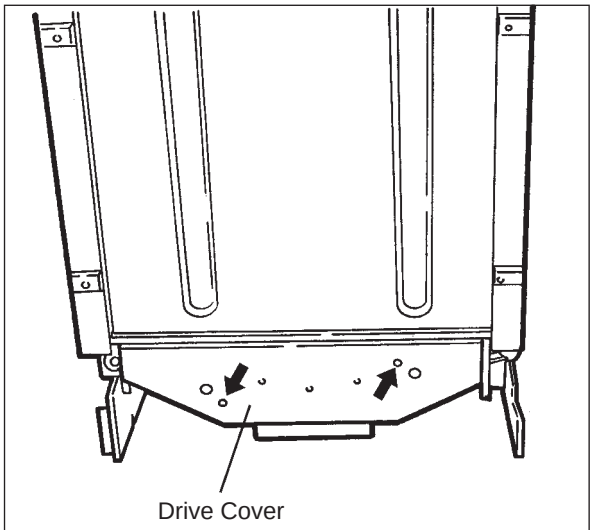

Fig. 5.3-1
(1) Press the TRAY DOWN switch to make the elevator tray move down to the lowest position. Turn off the copier's power switch and pull away the LCF unit from the copier.
(2) Remove the LCF top cover, front cover and rear cover.
(3) Remove the drive cover (2 screws). See Fig. 5.3-1.